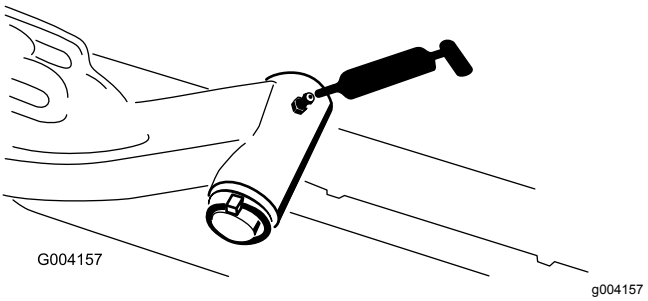

Figuur 41
- Draaias van hefarm (1 elk) (Figuur 41)